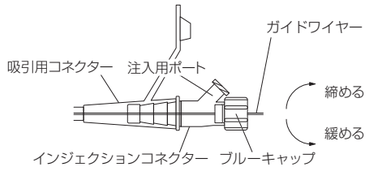

図６
6. ブルーキャップを緩め（反時計方向）、ガイドワイヤーをキャップ後端の穴から挿入し、本品の先端付近まで進めておく（**図６**）。